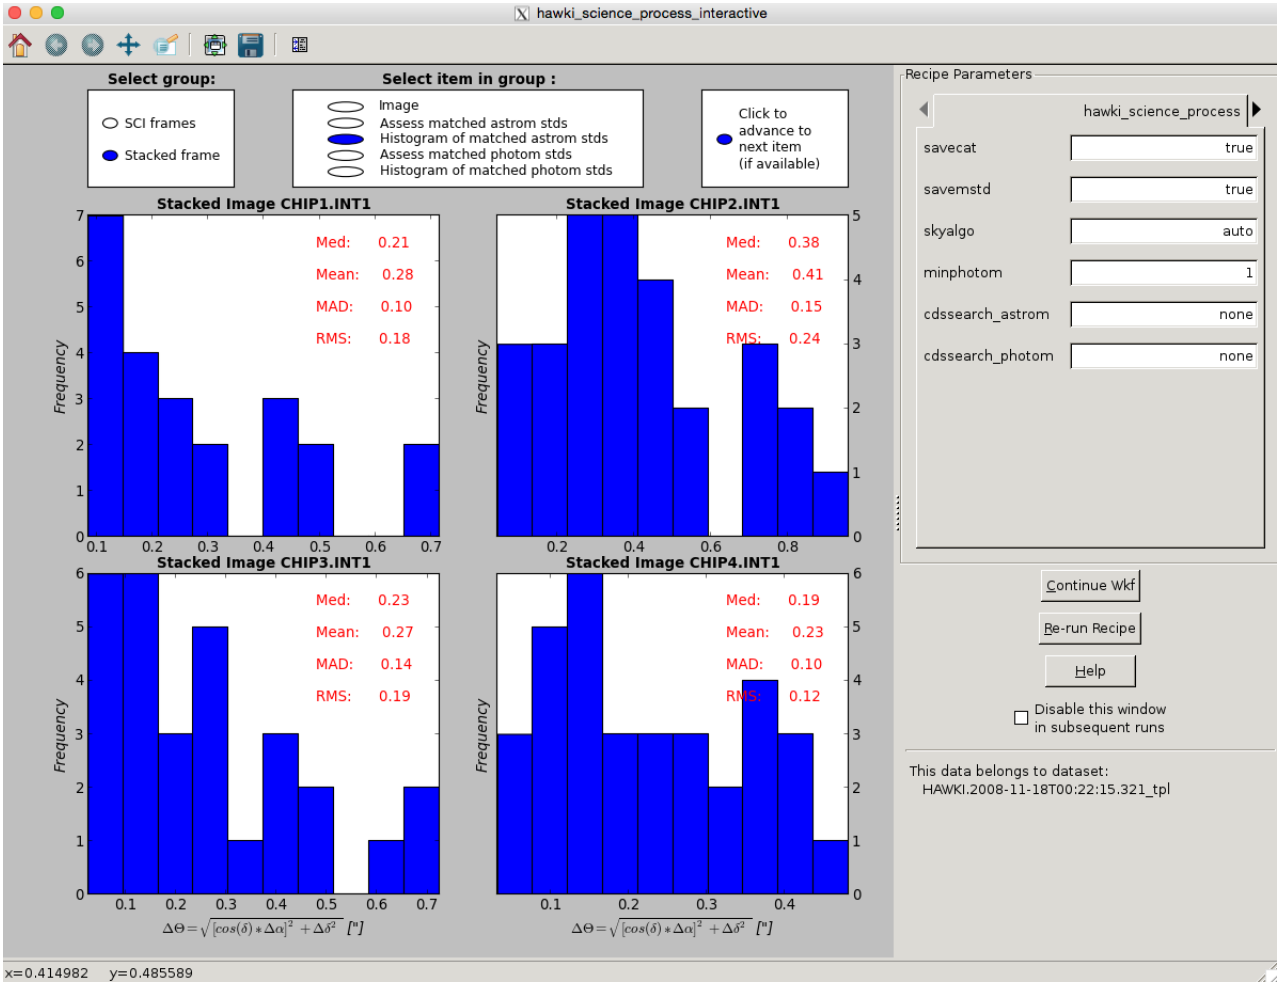

Figure 8.11: Example interactive window for evaluating the results of `hawki_science_process`; a histogram of offsets shown in Figure 8.10 are shown.
3. Histogram of matched astrom stds (Fig8.11): if the recipe parameter `savemstd` is set to `true`, this